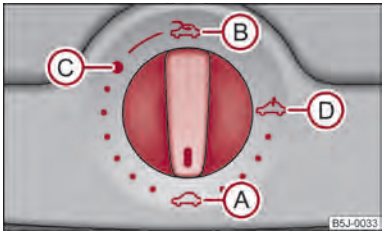

Fig. 20 Vano del padiglione del tetto: Interruttore del tetto scorrevole/sollevabile elettrico
Il tetto scorrevole/sollevabile si aziona con la manopola ⇒ fig. 20 e funziona solo con accensione inserita. L'interruttore può essere innestato in più posizioni.
– Portare l'interruttore in posizione Ⓒ ⇒ fig. 20.
– Portare l'interruttore in posizione Ⓐ ⇒ fig. 20.
Il tetto scorrevole/sollevabile è munito di un dispositivo di limitazione della forza. Quando un ostacolo (p. es. ghiaccio) impedisce la chiusura, il tetto si arresta e si apre completamente. Il tetto scorrevole/sollevabile si può chiudere completamente, escludendo il dispositivo di limitazione forza, portando in avanti l'interruttore nella posizione Ⓐ ⇒ fig. 20 finché il tetto non è completamente chiuso ⇒ ⚠.
Dopo ogni azionamento d'emergenza (con la chiave esagonale), il tetto scorrevole/sollevabile deve essere portato nella posizione di riposo. A tale scopo ruotare l'interruttore in posizione Ⓐ ⇒ fig. 20 e tenerlo premuto in avanti per circa 10 secondi. ■